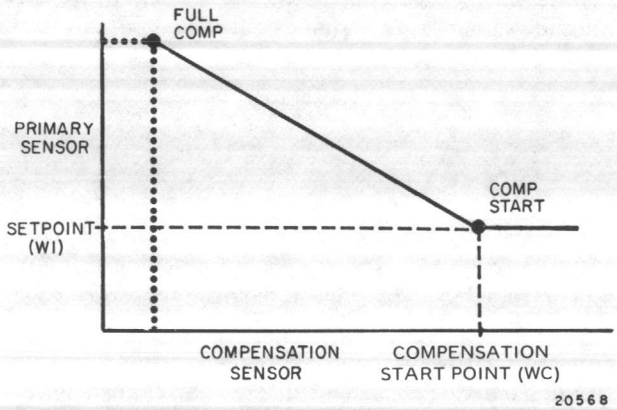

Fig. 11. Negative Compensation Calibration Reset Schedule.
5. Adjust compensation startpoint knob (W_c) until receiver gage reads the pressure equivalent of the compensation startpoint (Fig. 11 or 12). If W_c and desired startpoint do not match, remove knob and replace so they do match. Compensation startpoint is now calibrated.
7. Apply pressure equivalent to the primary sensor value at compensation (comp) start on the reset schedule (Fig. 11 or 12).